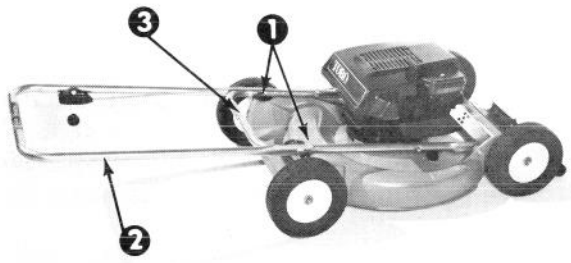

Figure 1
1. Loosen handle knobs and pivot upper handle forward until it forms a single handle with the lower handle (Fig. 1), but do not accidentally damage the control cable. Tighten both handle knobs to lock the parts together. Assure the knobs are on inside of handle.